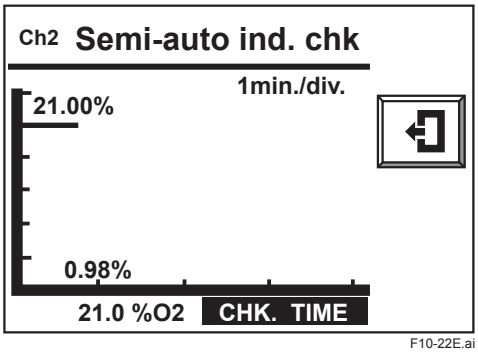

Figure 10.22 Indication Check Graph
4) When you select [Start ind. check], the [Semi-auto ind. chk] trend graph of Figure 10.22 is displayed, and Span indication check begins.